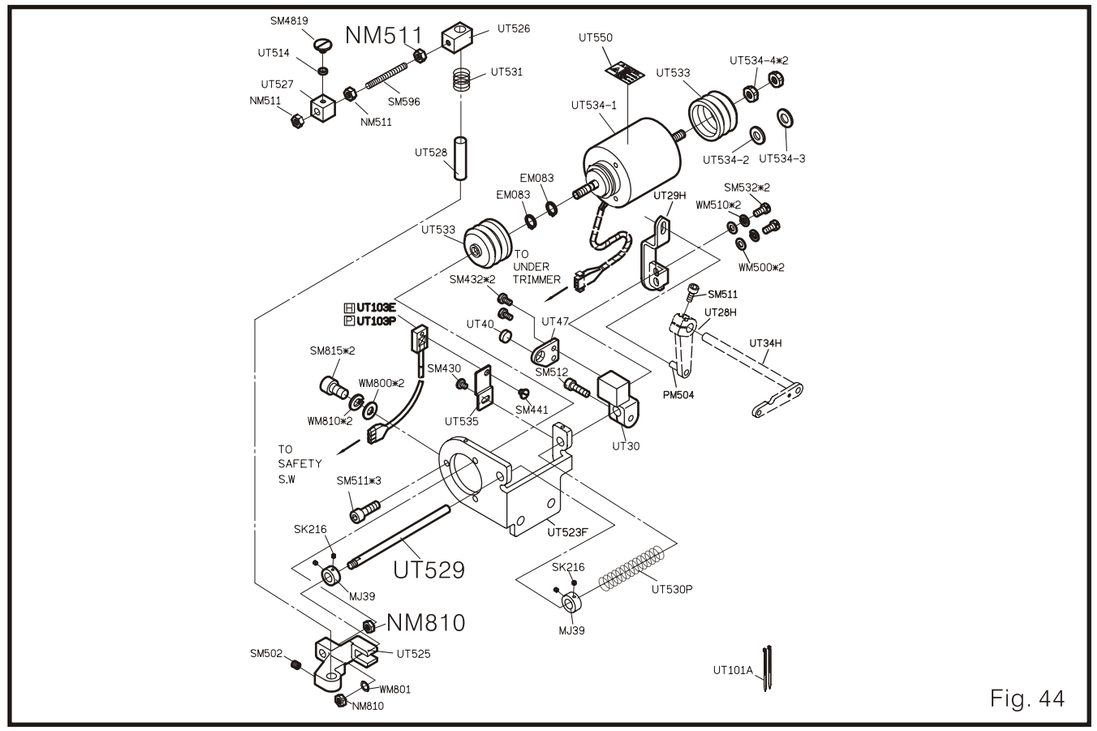

Fig. 44
1. Ajustar el golde del rebordeado inferior (Fig. 44)